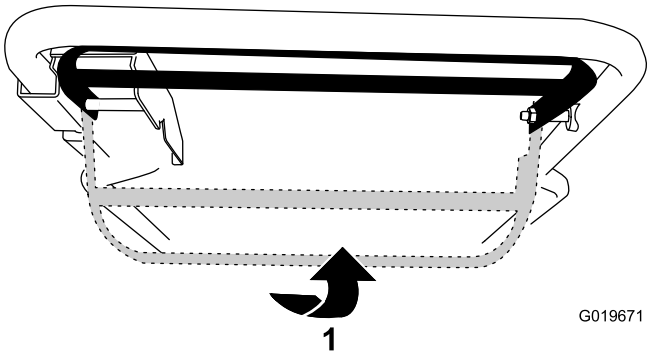

Figuur 15
- **Om de zelfaandrijving te gebruiken zonder het maaimes in te schakelen:** Til de bedieningsstang van het maaimes naar de handgreep toe (Figuur 15).